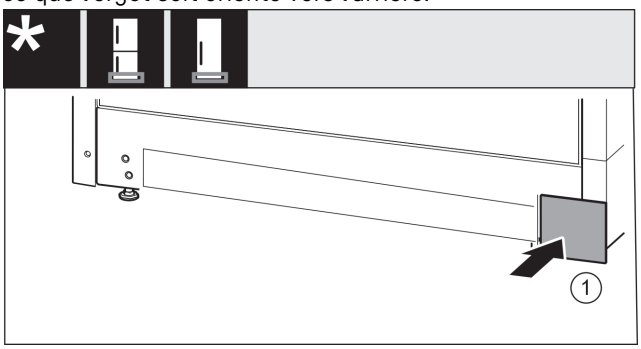

Fig. 18
- ▶ Remettre le cache *Fig. 18 (1)* en place de l'autre côté.